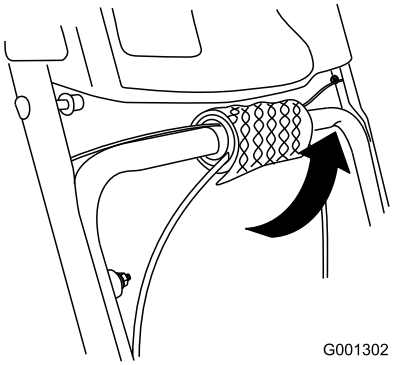

Bild 5
1. Wickeln Sie die Kabelenden vom unteren Griff ab (Bild 5).